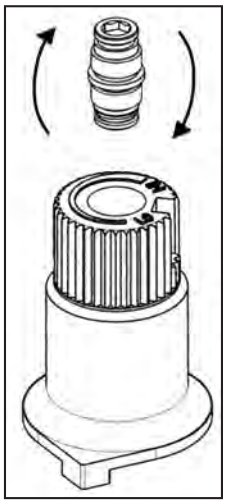

Figure 20: Flip valve screw.
e) Flip the screw (refer to Figure 20).